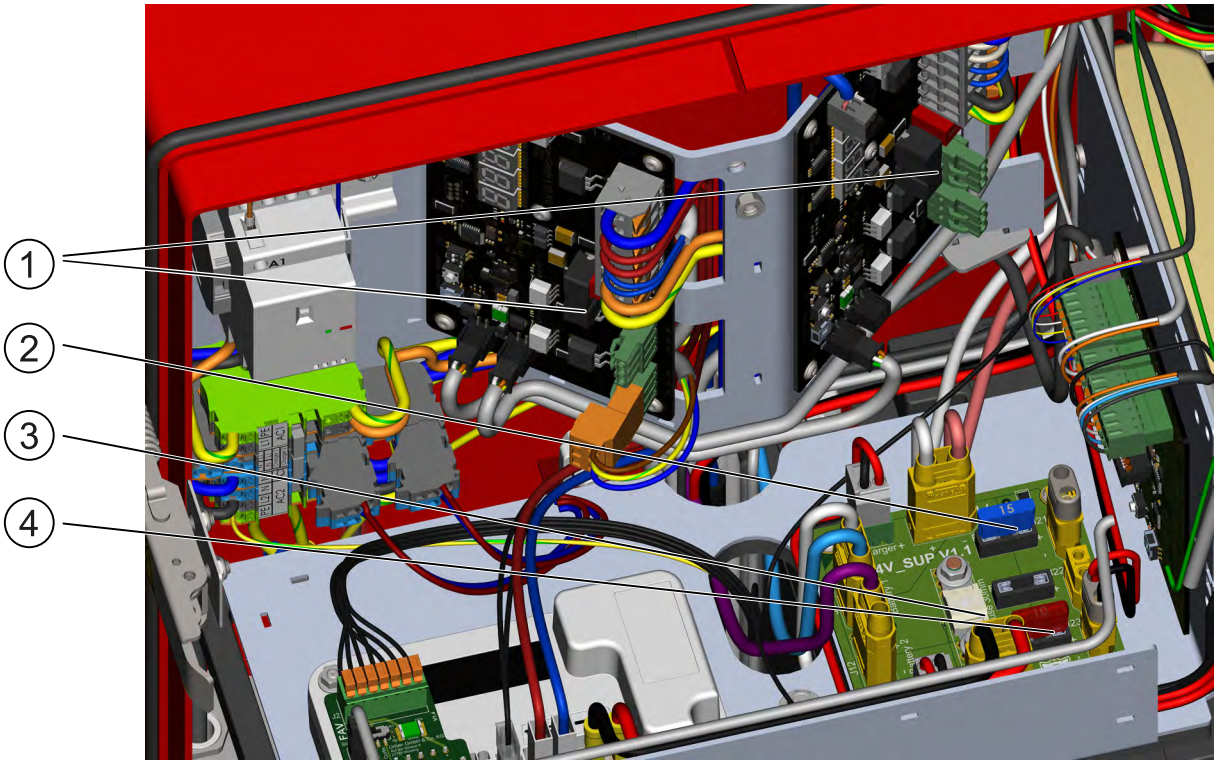

Bild 26: Übersicht Sicherungen
4. Lokalisieren Sie die defekte Sicherung (siehe Bild 26 „Übersicht Sicherungen“, Seite 79).